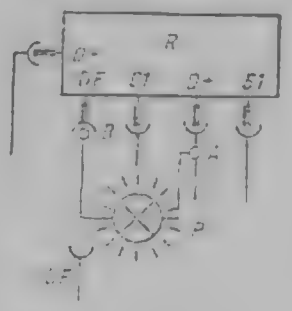

Rys. 143
- B połączyć z końcówką DF /regulator/ /patrz rys. 143./